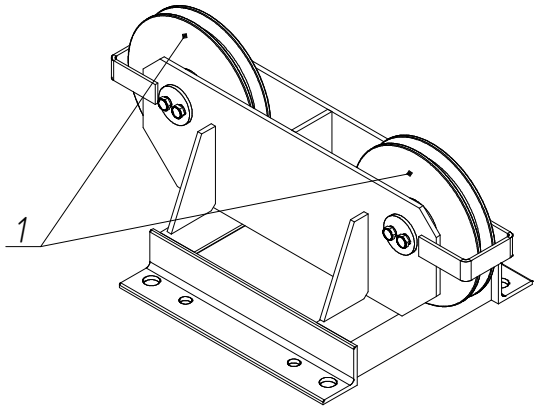

Рис. 6 – Оголовок
Оголовок (рис. 6) представляет собой прямоугольную рамную сварную конструкцию. На ней установлен узел из двух блоков (1) для направления движения грузового каната.